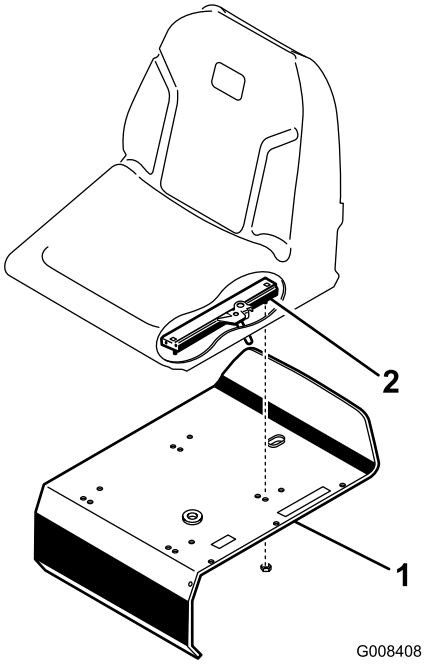

Figur 3
3. Fest seteskinnene til setestøtten med fire låsemuttere (5/16 tomme) (Figur 3) som følger med blant de løse delene.